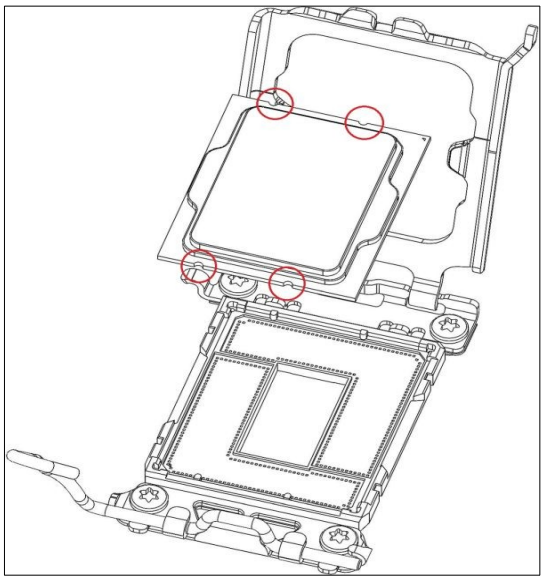

Рис. 6.
3. Удерживая процессор за края двумя пальцами, убедитесь, что он правильно сориентирован в пространстве: треугольная метка в углу процессора должна совпасть с треугольной меткой в углу сокета. Аккуратно установите CPU в разъем, не прилагая силу: если он сориентирован неправильно, можно погнуть контакты и вывести устройство из строя. Проверьте, что процессор установлен корректно, и отсутствуют какие-либо люфты (рисунок 6).